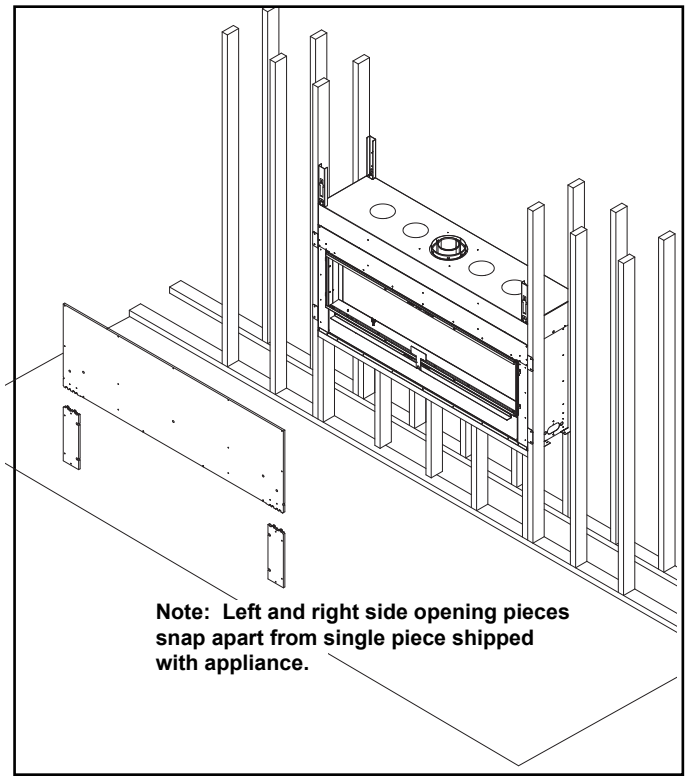

**Figure 6.9 Install Factory-Included Non-Combustible Facing Material**
- Attach top board to the framing members with regular sheetrock screws or nails. See Figure 6.9.